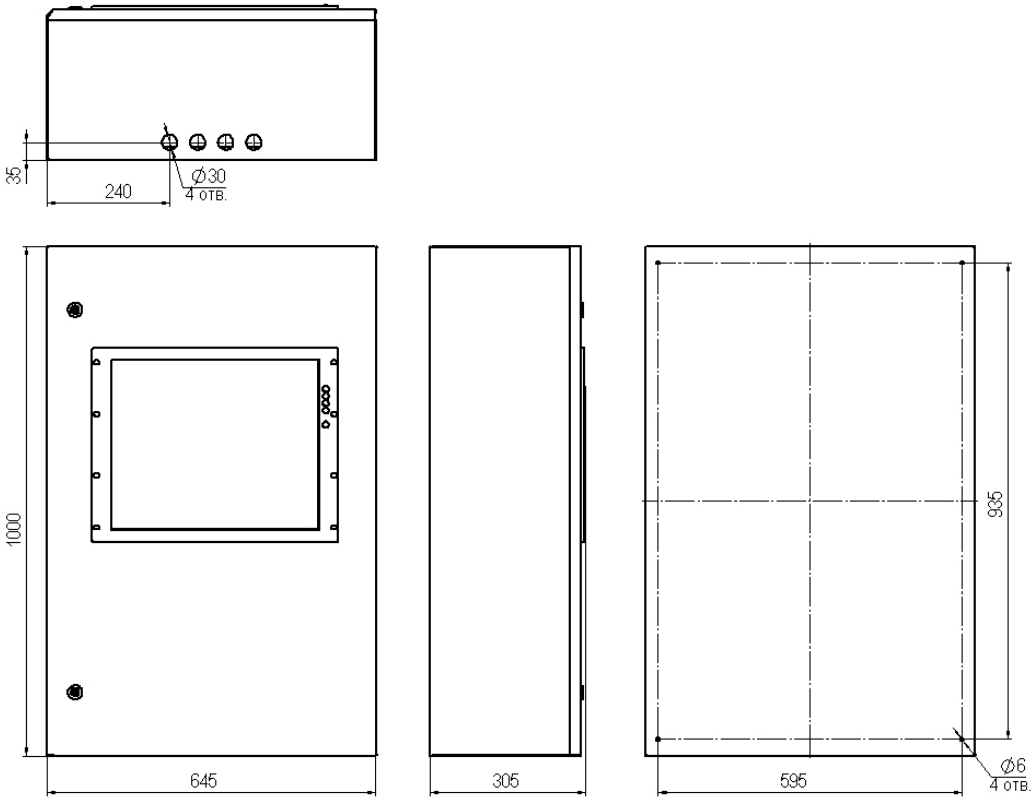
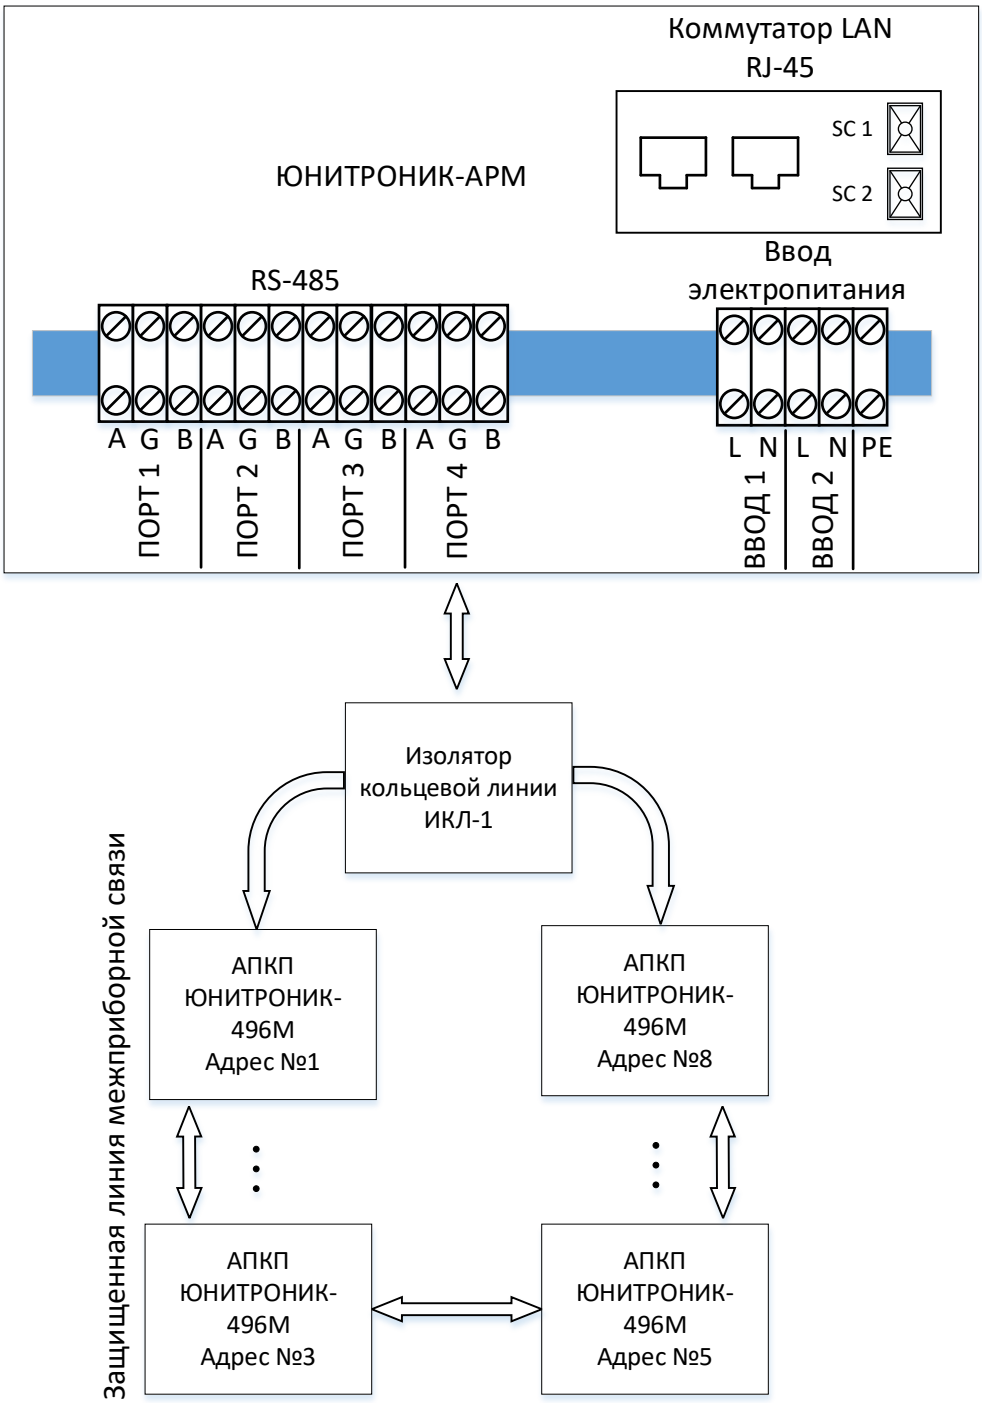

Рис.1. Габаритные и установочные размеры АРМ.
Рис.2. Расположение клемм и подключения АПКП «Юнитроник 496М» к АРМ. Изолятор кольцевой линии ИКЛ-1 рекомендуется размещать внутри корпуса АРМ.
2.1.2. Габаритные и установочные размеры АРМ представлены на рис.1, схема подключения на рис.2.